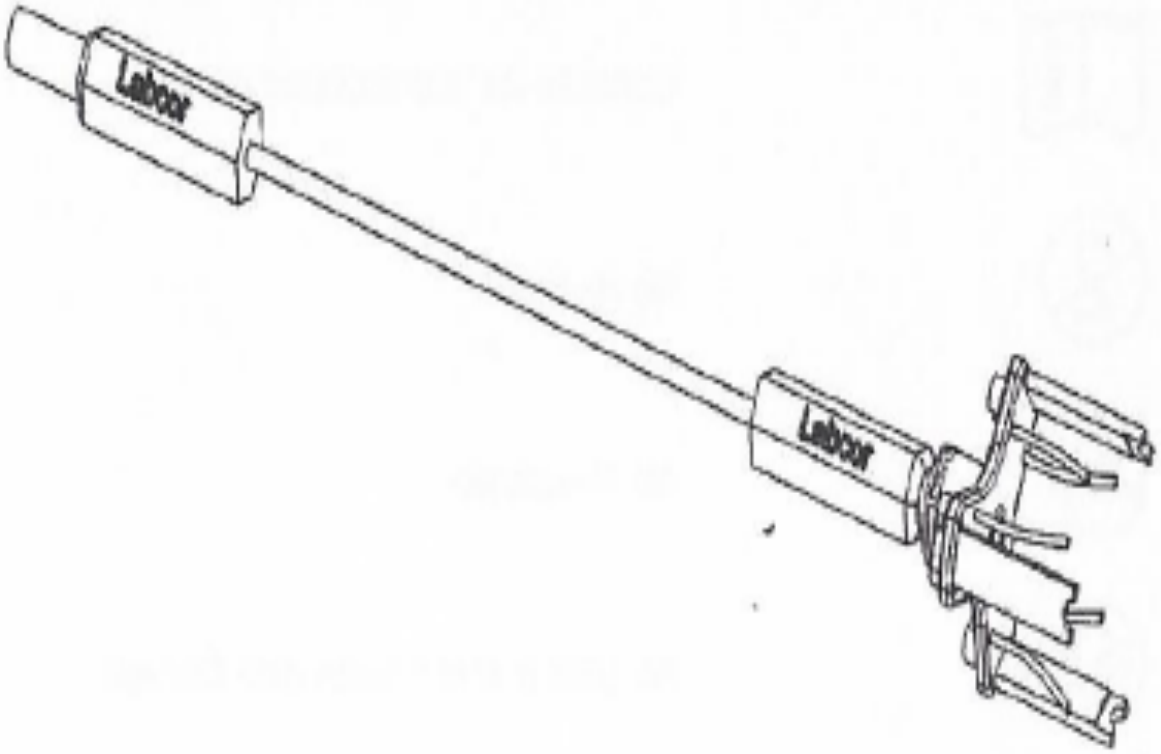

Figura 5
5. El portaválvula se de la válvula cortando las tres suturas visibles ubicadas en el portaválvula (Fig. 4 a y 4 b). Una vez cortadas las tres suturas, retire cuidadosamente el portaválvulas de la válvula y compruebe que todo el material de sutura restante se haya eliminado (Figura 5).